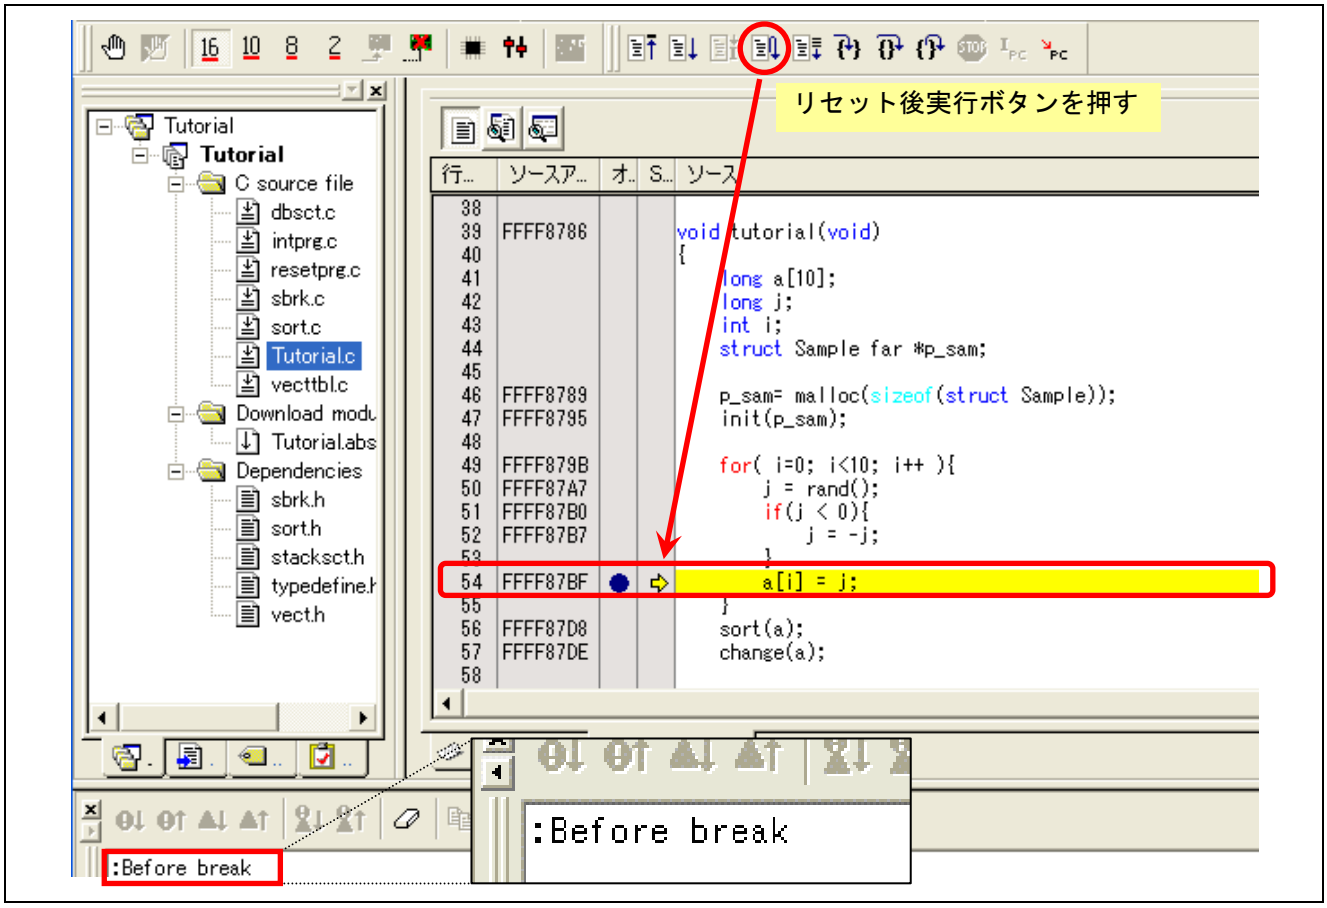

図 4.20　ブレークポイントで停止時の表示
(2) 図 4.20のようにリセット後実行ボタンを押し、プログラムを実行します。
停止した時のプログラムカウンタに該当する行は図 4.20のように黄色帯で表示され、アウトプットウィンドウにブレークにより停止したことを示す「:Before break」のメッセージが表示されます。